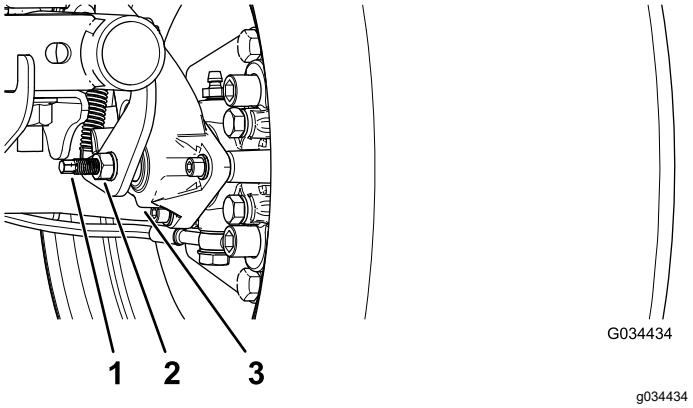

Figur 52
3. Bruk to skiftenøkler, og hold justeringsstangen på kaliperen på plass med én skiftenøkkel og løsne låsemutteren 1/4 omdreining med den andre skiftenøkkelen (Figur 52).
4. Mens du holder justeringsstangen og låsemutteren på plass, vrir du justeringsstangen innover for å stramme (Figur 52).
5. Mens du holder justeringsstangen og låsemutteren på plass, løsner du 1/4 omdreining (Figur 52).
6. Mens du holder justeringsstangen og låsemutteren på plass, strammer du låsemutteren (Figur 52).